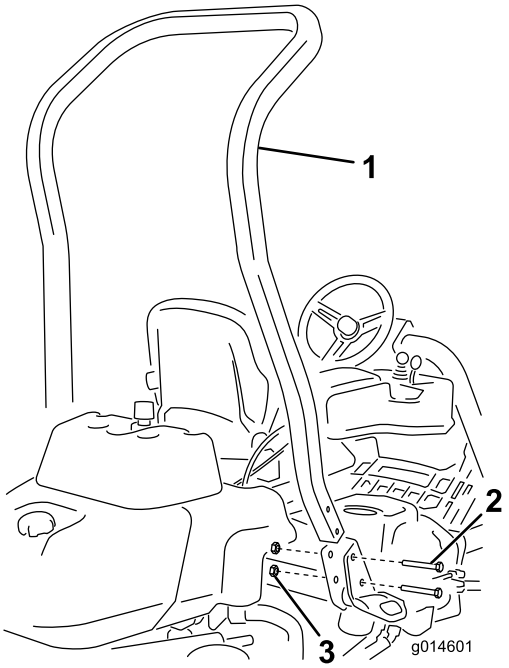

**Figuur 3**
3. Monteer de rolbeugel met behulp van 4 bouten (1/2 x 3-3/4 inch) en vier flensmoeren (1/2 inch) in de vakken aan weerszijden van de machine (Figuur 3).